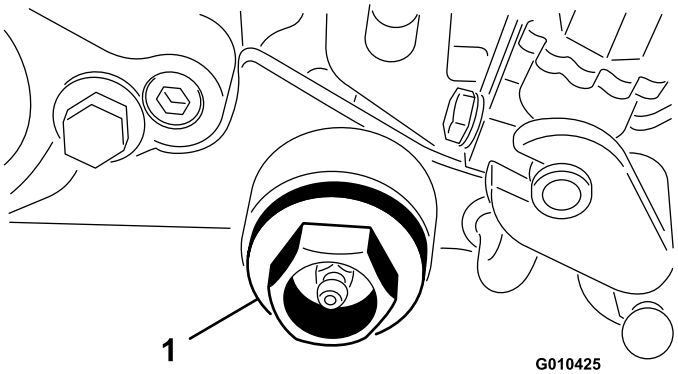

Figur 11
14. Skru lokket inn på trimsatshuset (Figur 11).